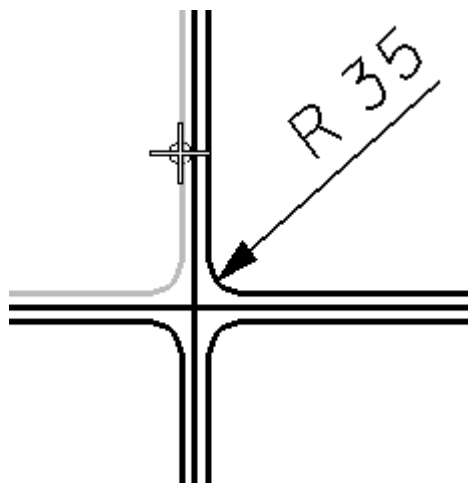

Figure 4-lab 6
6. Place curbs using **CONSTRUCT CIRCULAR FILLET** command with the truncate set to both and radius = 35 (See Figure 4-lab 6).